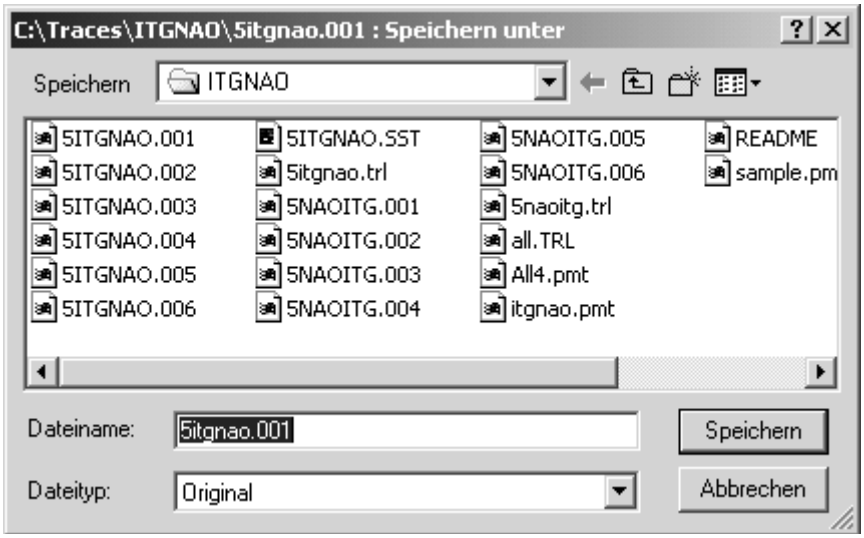

Abbildung 3-2: Dialogfeld Speichern unter
2. Wählen Sie Messkurve>Speichern unter. Das Dialogfeld Speichern unter (Abbildung 3-2) wird angezeigt.